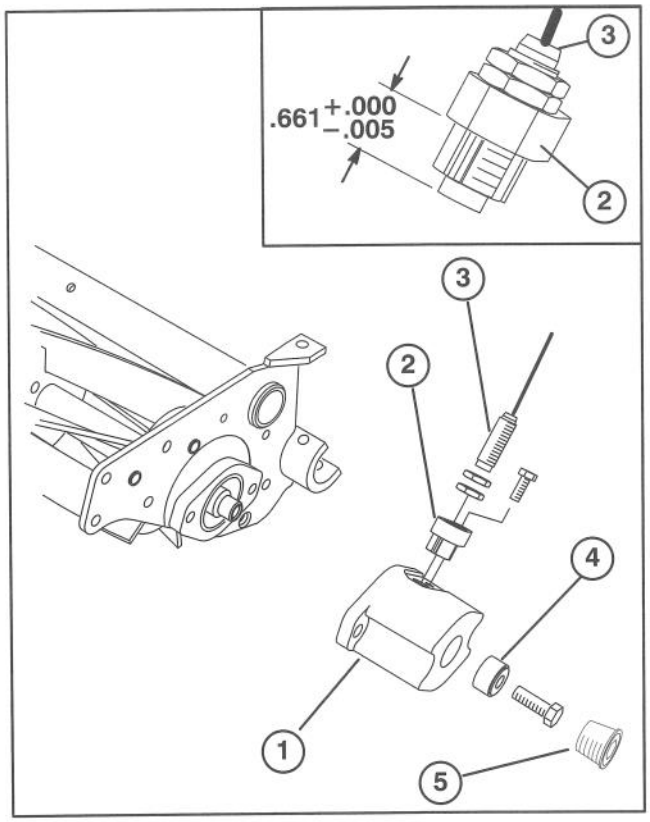

Figure 13
3. Thread reel speed sensor into sensor holder until dimension shown in figure 13, inset is attained. Lock adjustment with (2) jam nuts.
6. Install a counterweight to the left front and left rear cutting units, with nuts previously removed (Fig. 13). Mount counterweight with reel speed sensor up.
7. Through hole in end of counterweight, carefully position and mount a magnet (supplied in traction unit loose parts) to the end of the reel shaft with a 3/8 – 16 x 1" lg. capscrew (supplied in traction unit loose parts). Magnet to be installed with counterbore side toward the end of reel shaft and the smooth side outward (Fig. 13). Torque capscrew to a maximum of 5 ft–lb.